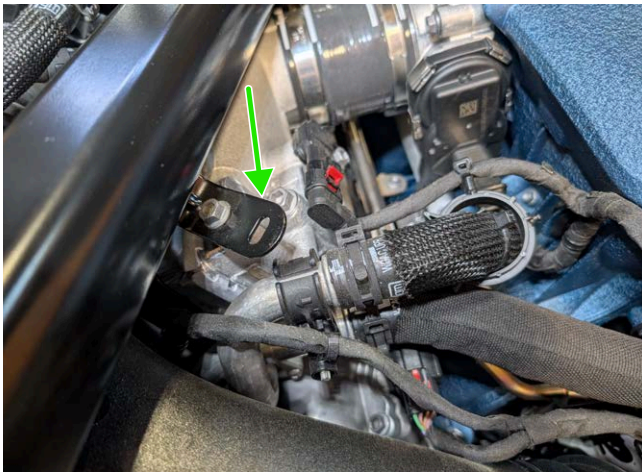

Figure 11 - P-Clamp Mounting Tab Location
1. Locate the hose mounting tab shown in **Figure 11**.